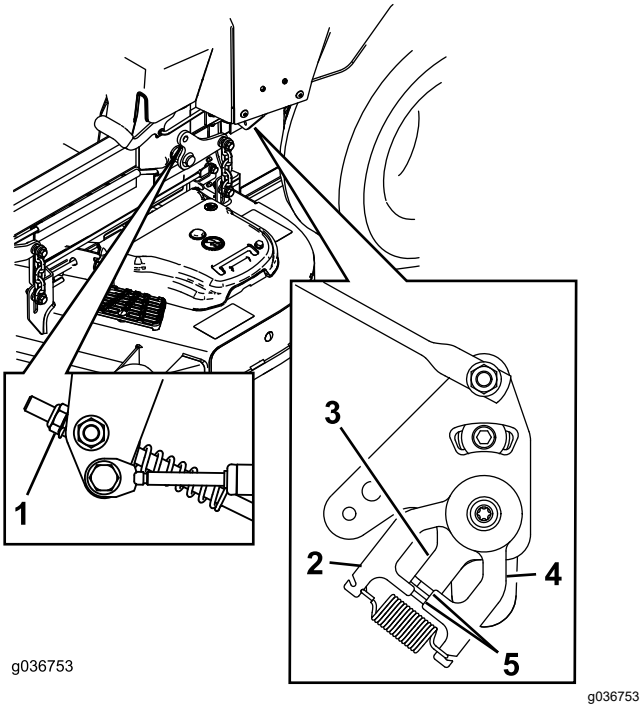

Figur 68
11. Justera pumpreglagestångens längd genom att vrida muttern i lämplig riktning tills hjulen rör sig långsamt bakåt (Figur 68).